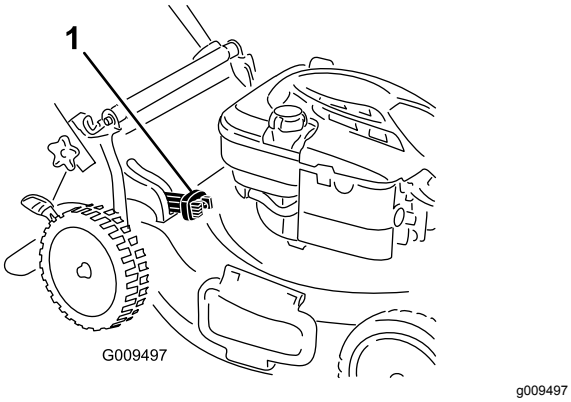

Figura 17
- **Para ensacar los recortes de hierba y hojas**, presione el botón de la palanca de ensacado a demanda y mueva la palanca hacia delante hasta que salte el botón de la palanca (Figura 17).